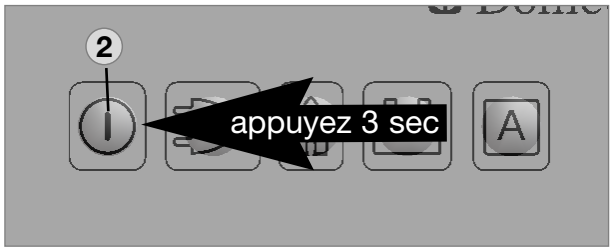

Fig. 30
- Les modèles MES et AES sont déconnectés au moyen de la touche **(2)**. Tenez la touche **(2)** enfoncée pendant 3 secondes. L'affichage disparaît et l'appareil est entièrement déconnecté (Fig. 30).